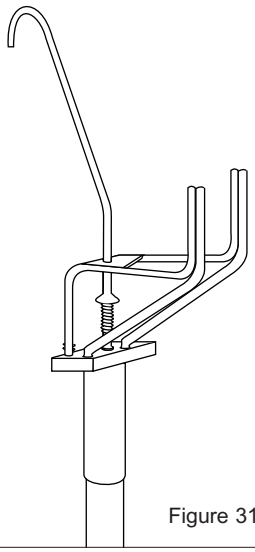

Figure 31 - Cable block lifter
7.11 Cable blocks are positioned and secured in place on the strand with a cable block lifter mounted on a pruning (lift-up) stick (Figure 31).